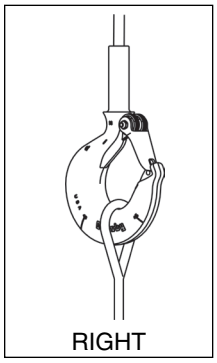
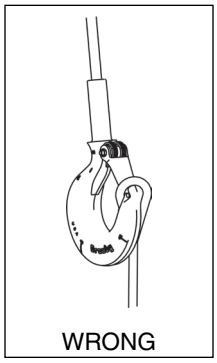

Figure 3
Figure 4
- When placing two (2) sling legs in hooks, make sure the angle between the legs is less the 90° and if the hook or load is tilted, nothing bears against the bottom of this latch. (See Figures 3 & 4)
- Always make sure the hook supports the load (See Figure 3). The latch must never support the load (See Figure 4).